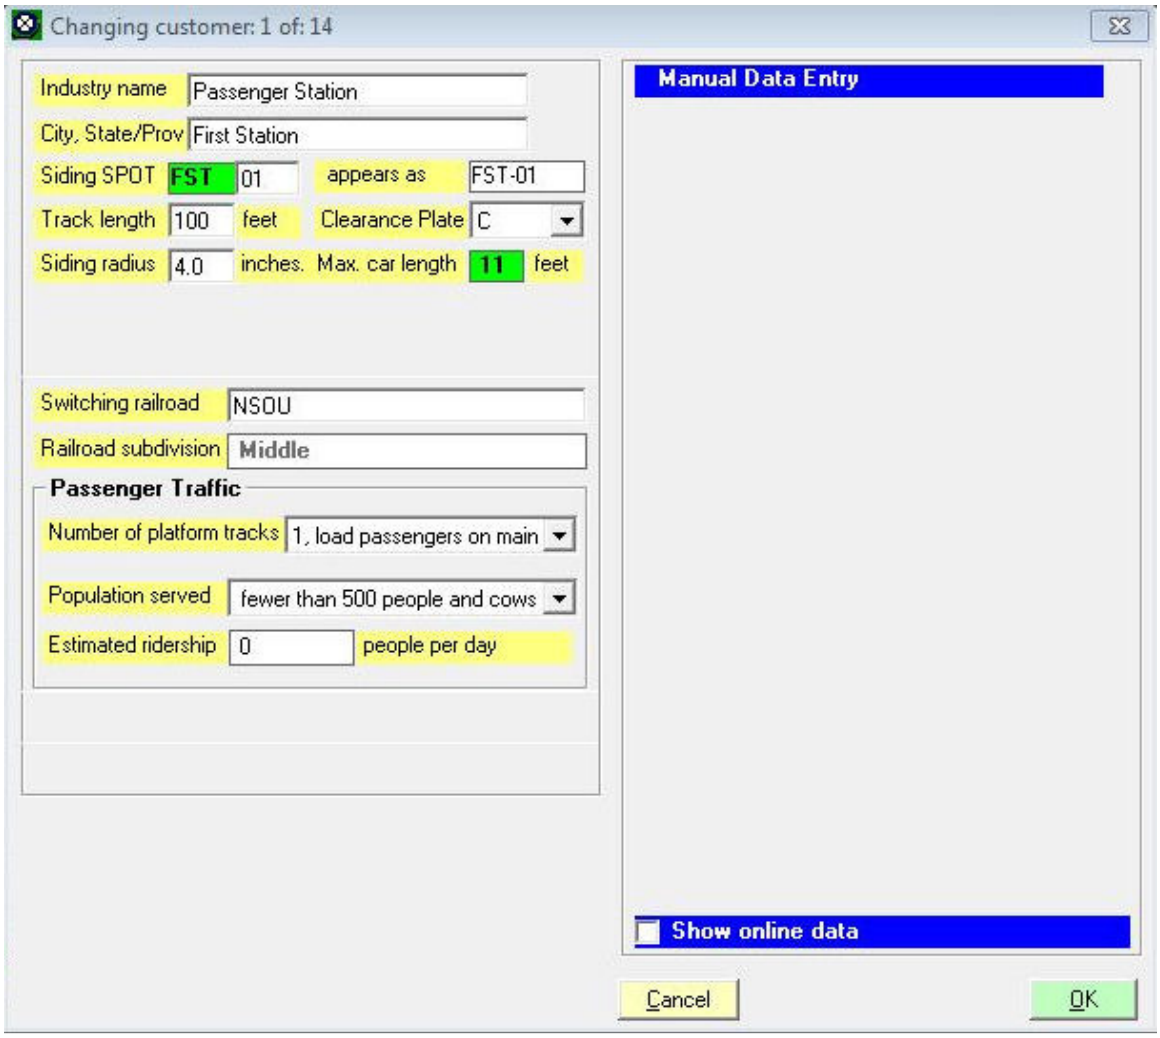

Figure 6-16
1. In the "Customers and Loading Points" window double-click on the first customer – the "Passenger Station". The window shown in Figure 6-16 will appear.